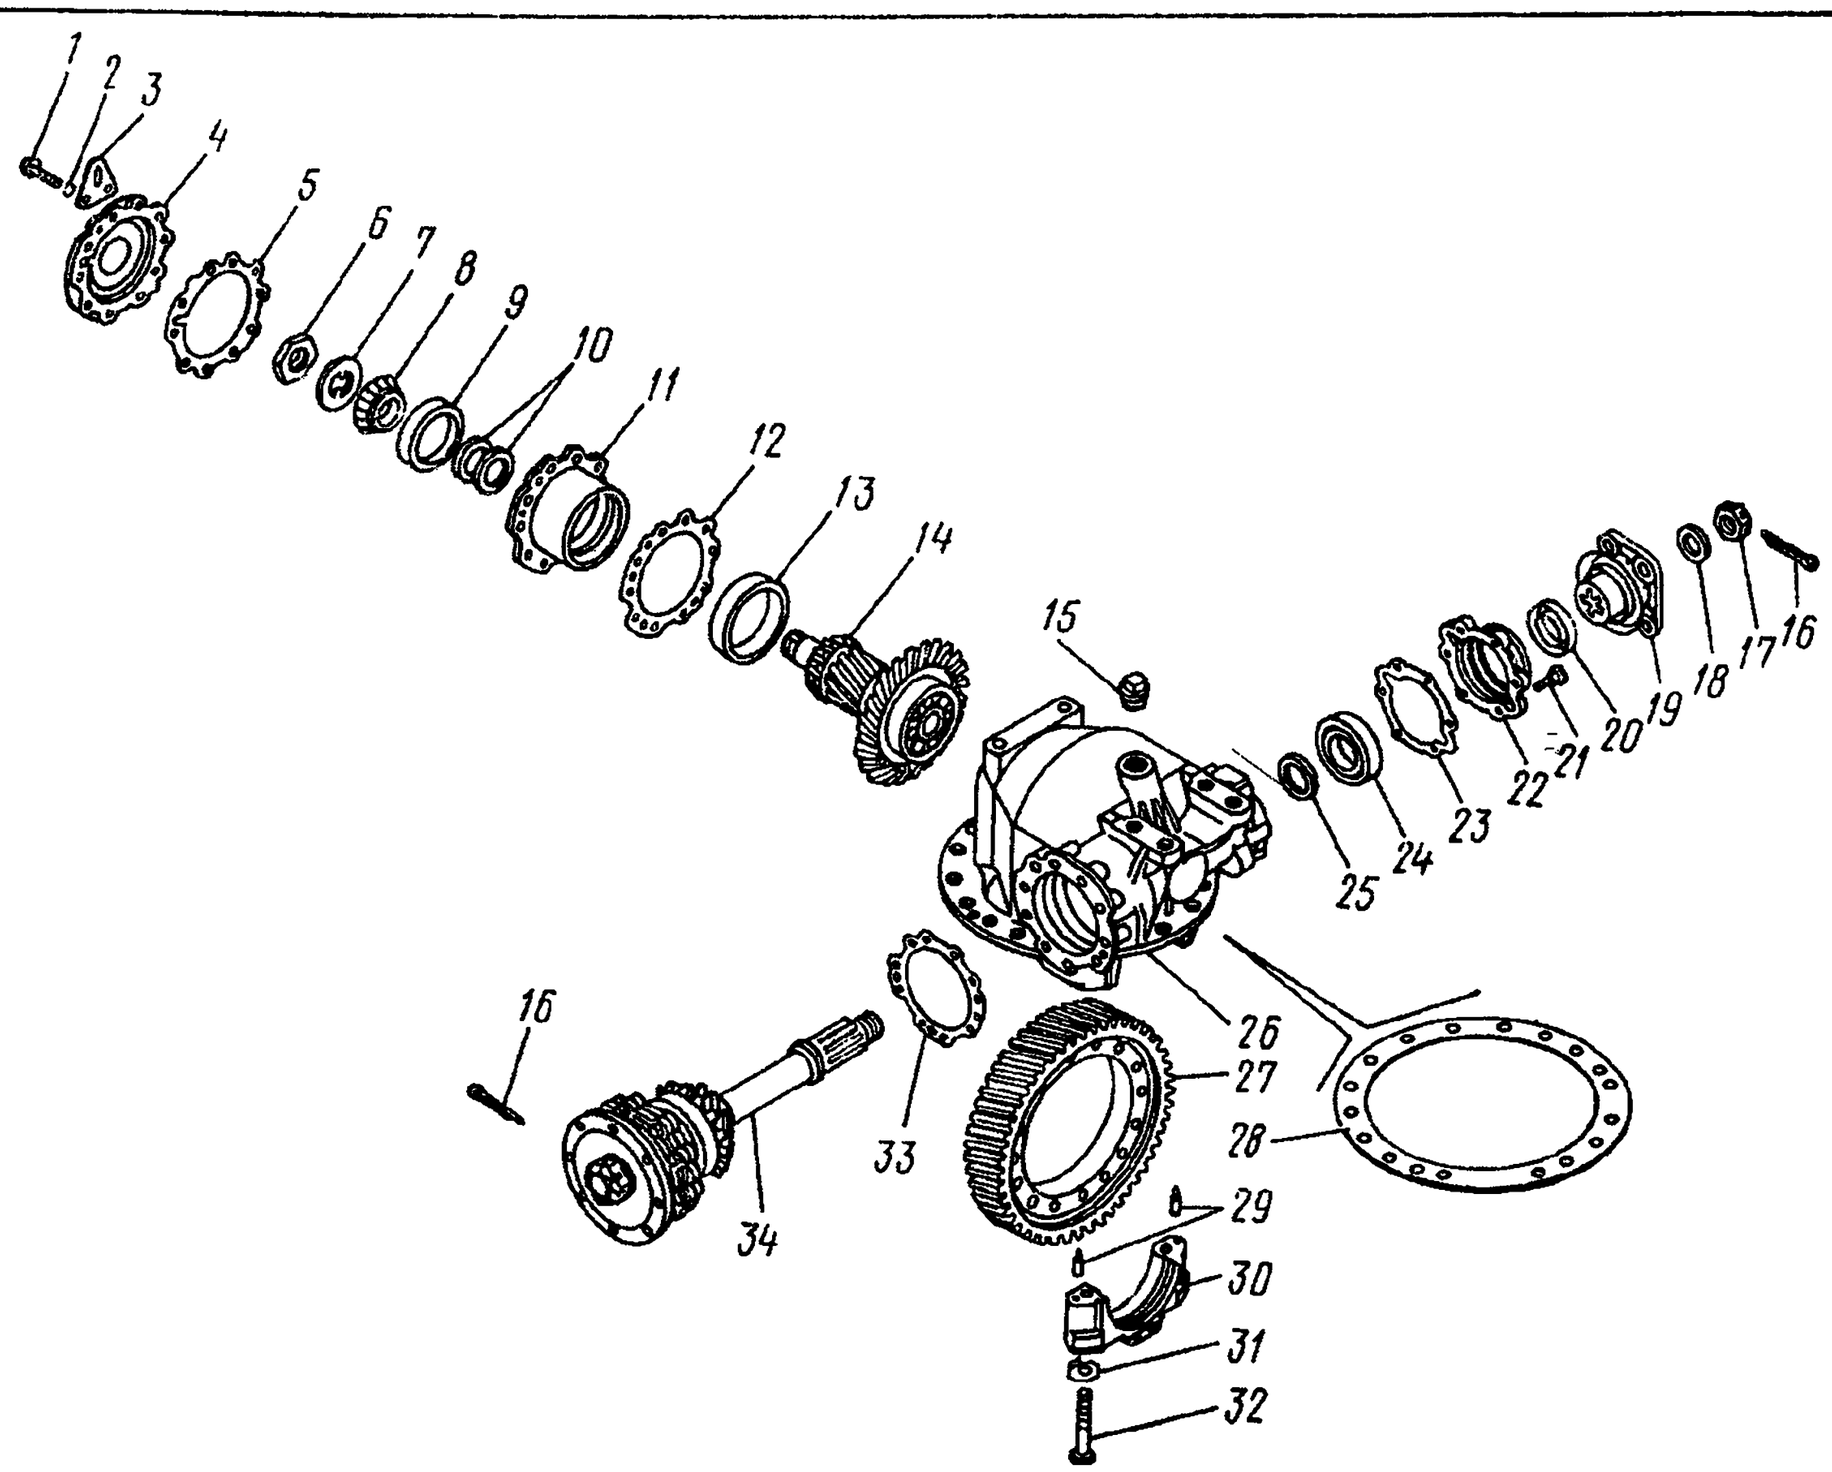

Рис. 230. Передача главная промежуточного моста:
16. Отогните стопорные пластины *31* (рис. 230), выверните болты *32* крепления крышек дифференциала, снимите крышки *30*	Ключ 27 мм, молоток, зубило
18. Выньте из картера главной передачи дифференциал в сборе. Установите крышки *30* (см. рис. 230) подшипников, стопорные пластины *31* на прежнее место и вверните болты *32*.	Ключ 27 мм
28. Выверните болты *1* (см. рис. 230) крепления крышки стакана. Снимите пружинные шайбы *2*, скобу *3* главной передачи, крышку *4* стакана, прокладку *5*	Ключ 19 мм
42. Установите на ведущий вал опорную шайбу *25* (см. рис. 230), напрессуйте роликовый цилиндрический подшипник *24*	Пресс, оправка
50. Установите регулировочные прокладки *33* (см. рис. 230) на картер *26* авной передачи, ведущее коническое зубчатое колесо *34* в картер, ерните болты с шайбами.	Динамометрическая рукоятка, сменная головка 19 мм, посуда со смазкой
53. Напрессуйте с другой стороны вала внутреннее кольцо конического подшипника, установите регулировочные шайбы *10* (см. рис. 230). Запрессуйте в стакан *11* наружные кольца *13* и *9*	Пресс, оправка
61. Наденьте регулировочные прокладки *12* (см. рис. 230) на стакан *11* подшипников и запрессуйте стакан в картер, установите регулировочные шайбы *10*, внутреннее кольцо *8* подшипника, опорную шайбу *7* и наверните гайку *6*	Пресс, молоток, торцовый ключ 55 мм
67. Установите на картер *26* (см. рис. 230) крышки *30* и вверните болты *32* со стопорными пластинами *31* с моментом 9,8—11,7 Н·м (10—12 кгс·м)	Динамометрическая рукоятка, сменная головка 27 мм